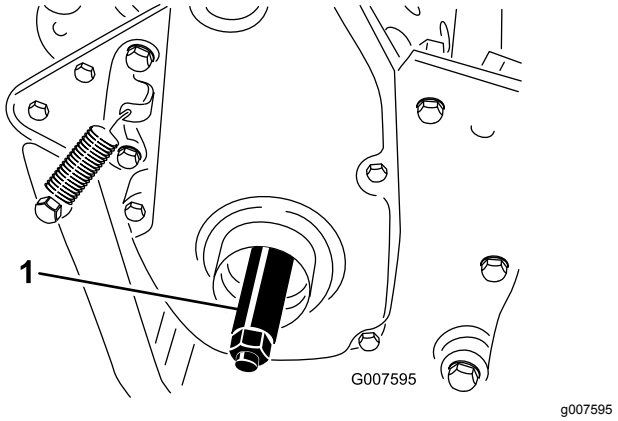

Figur 9
3. Trä på den högra hjulaxeln på drivskivan på maskinens högra sida (Figur 9).